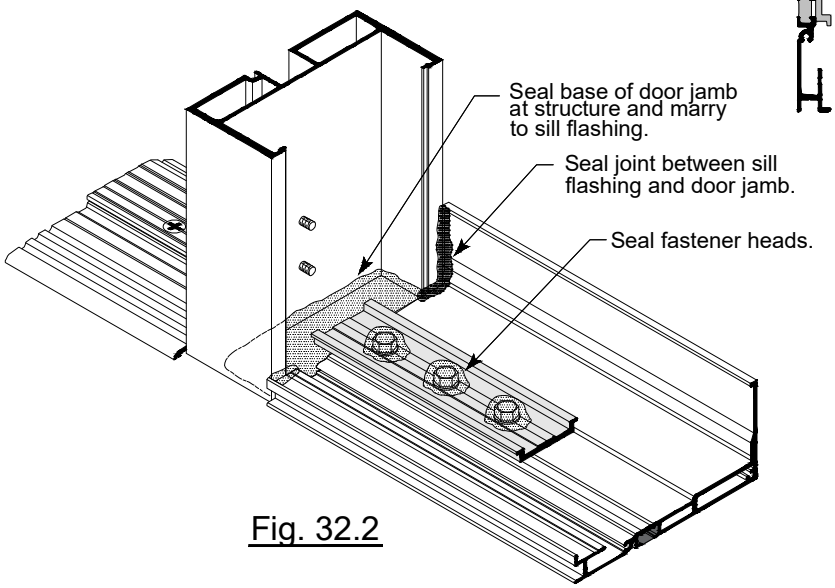

Fig. 32.2
B. Set assembled door frame into opening. Door frames must be installed plumb, square and level. For frames having sidelites, seal termination of sill flashing and door jamb, then install P3426 sill block into sill flashing adjacent to the door frame. SEE Fig. 32.2.